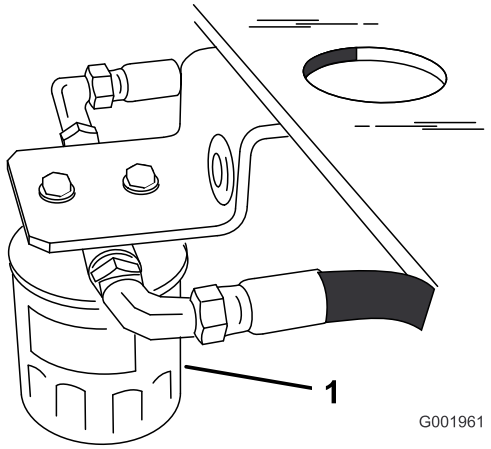

Figura 59
3. Localice el filtro debajo del depósito de combustible y coloque un recipiente de vaciado debajo del filtro (Figura 59).